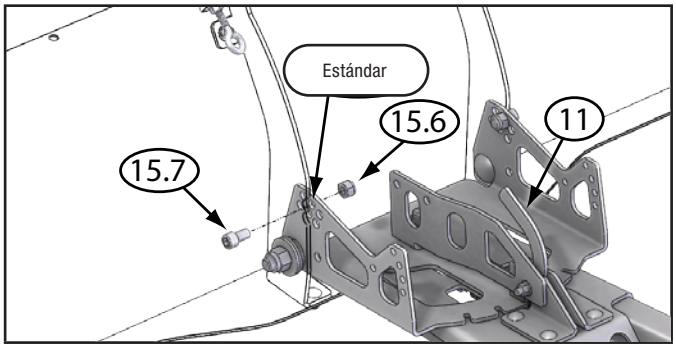

Figura 9 - Perno de ajuste variable
La figura 9 muestra la posición estándar.
8. Con los resortes instalados y la cuchilla ajustable bajo tensión, instale un tornillo de cabeza hexagonal (15.7) de ¾ in. (19.1 mm) usando una llave Allen o pinzas de 3/8 in. (9.5 mm) y tuerca de seguridad (15.6) de 7/16 in. (11.1 mm) adentro del orificio de la posición de ajuste deseada. Como se muestra en la figura 9.